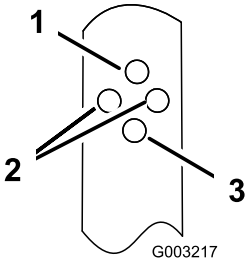

Figur 14
2. Før bolten gjennom hullet bak på hvert av håndtaksbrakettene som stiller håndtaket i ønsket stilling (Figur 14).